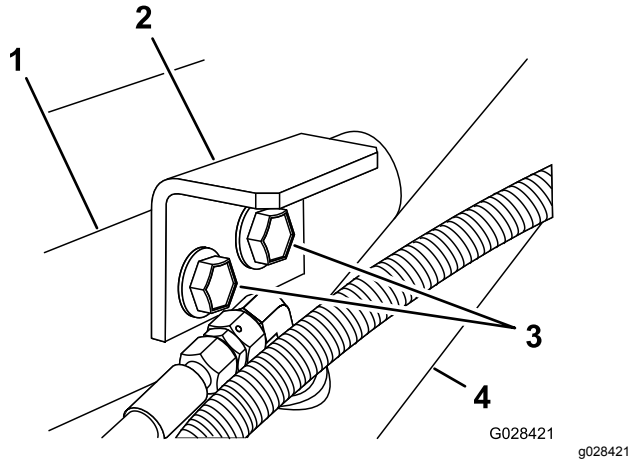

Figur 7
3. Fastgør tilholderbeslagene på støttebeslaget og stellet ved hjælp af de 2 flangehovedbolte og flangelåsemøtrikker, som du fjernede i trin 1 (Figur 7).